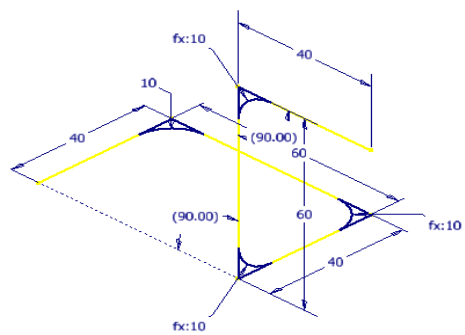

Figure 18-46 *3D Sketch after turning off the visibility of the 2D sketches*
6. Now, turn off the visibility of the two 2D sketches using the **Browser Bar**. The 3D sketch after turning off the visibility of the 2D sketches is shown in Figure 18-46.